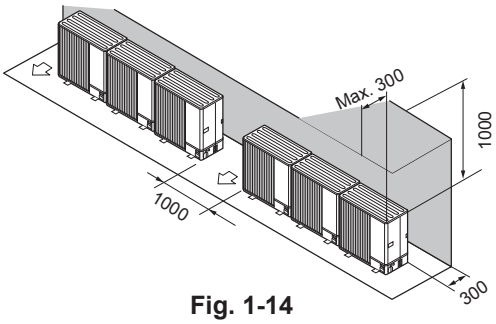

Fig. 1-14
② Obstacles at rear and above only (Fig. 1-14)